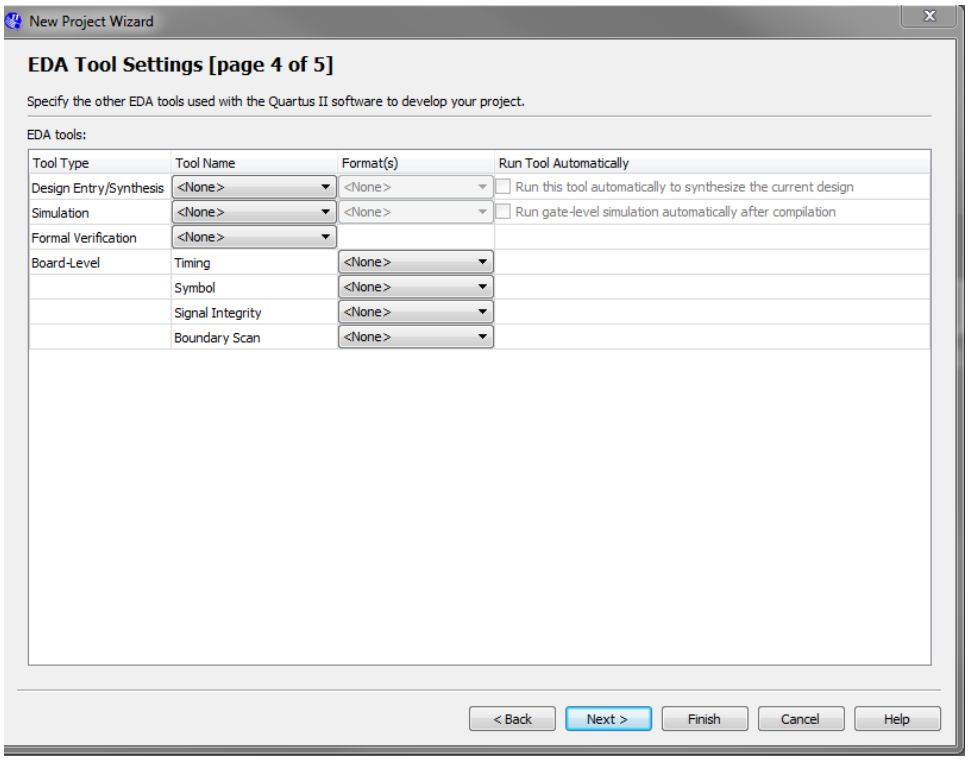

Figure 4. Setting EDA Tools (default).
5. Keep all EDA Tools settings (Figure 4). Click **Next**.